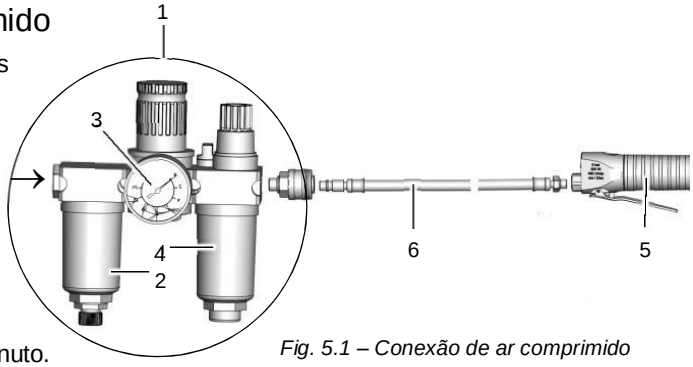

Fig. 5.1 – Conexão de ar comprimido
Monte a unidade de manutenção (1) na seguinte ordem, *consulte a Fig. 5.1*:
- Separador de água (2),
- Manômetro (3),
- Lubrificador (4).
EFA 620 *(consulte a Fig. 5.1)*